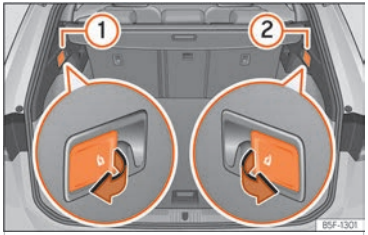

Fig. 102 Al maleter: palanques per a desbloqueig del respatller del darrere.
- Estireu la palanca de desbloqueig a distància de la part esquerra ››› **fig. 102** ① o dreta ② del respatller en el sentit de la fletxa. La part desbloquejada del respatller del darrere s'abat automàticament cap endavant.